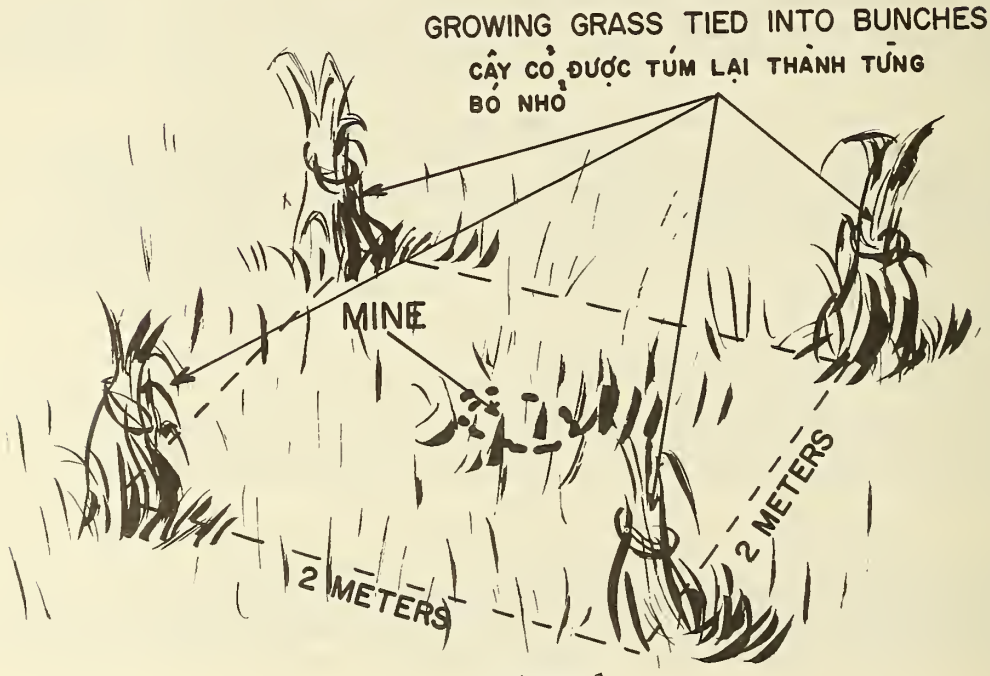

Figure 8
7. VIET CONG METHODS OF MARKING MINES (figures 8, 9).